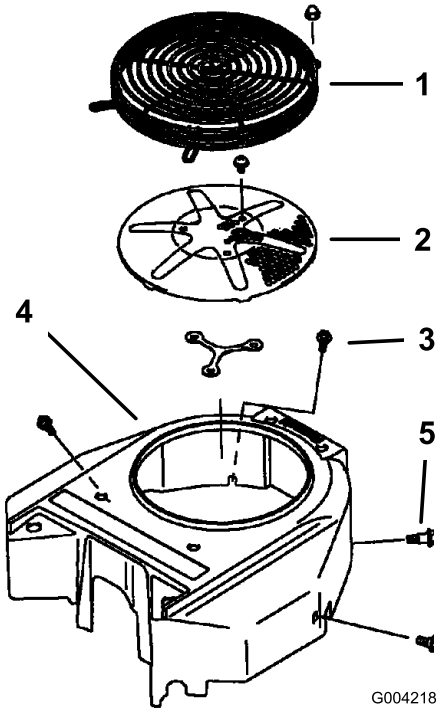

Figure 60
3. Enlevez la grille, la prise d'air et le boîtier du ventilateur (Figure 60).
5. Remettez la grille d'entrée d'air, le lanceur et le boîtier du ventilateur (Figure 60).